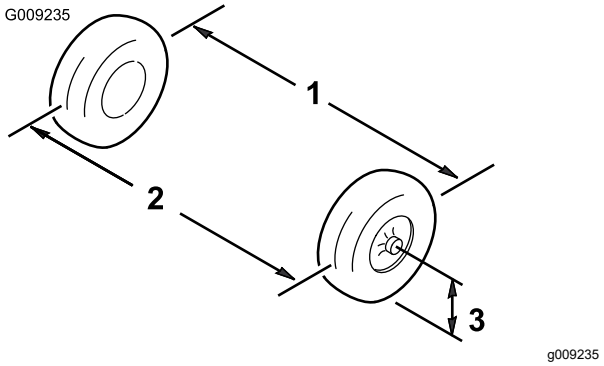

Figur 47
3. Mål afstanden mellem begge fordækkene ved akselhøjden ved både forsiden og bagsiden af fordækkene (Figur 47).